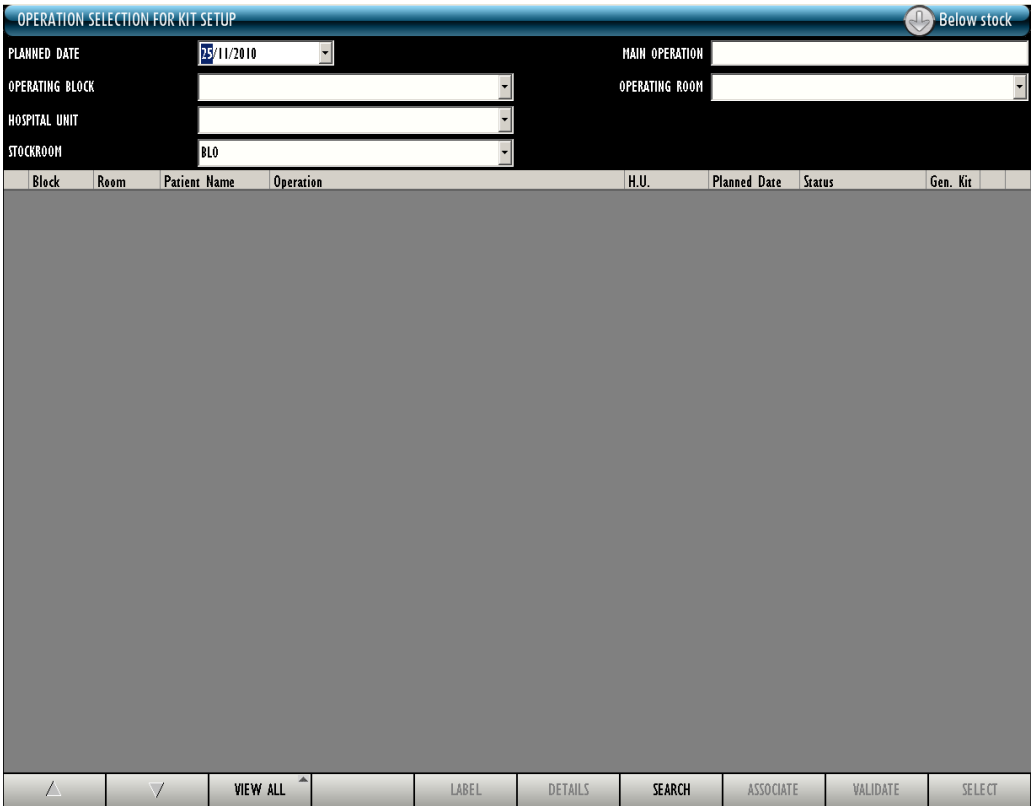

Fig 257
- click the icon on the lateral bar to access the operation selection screen (Fig 257).